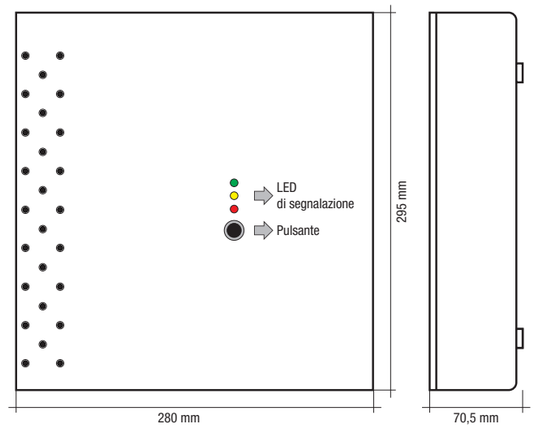

Fig. 1
8) Verificare che, all’accensione, il LED verde (fig. 1) rimanga acceso in modo fisso.
13) Azionare la modalità Boost con il pulsante del Power Reducer (v. fig. 1)
- ✓ Tramite pressione pulsante (fig. 1): la funzione Boost rimane attiva per un’ora o fino a nuova pressione/nuovo comando da app.